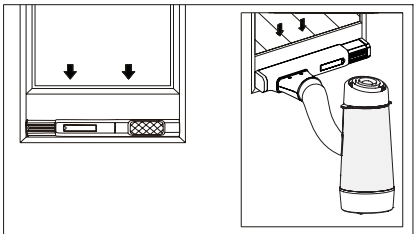

Fig. 5
3. Installez le kit de fenêtre sur la fenêtre et faites glisser l'adaptateur B dans le kit de glissière de fenêtre, puis sceller. (Fig. 5 et 6)